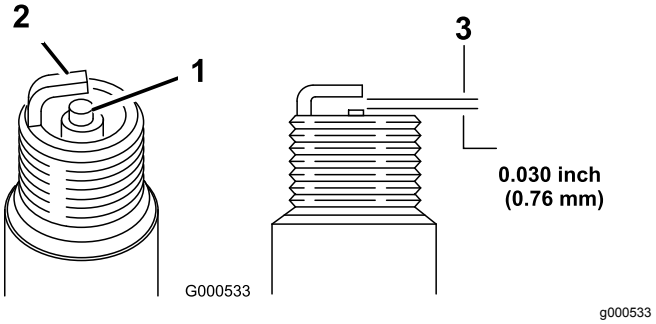

Bild 25
5. Stellen Sie den Elektrodenabstand auf 0,76 mm ein, siehe Bild 25.